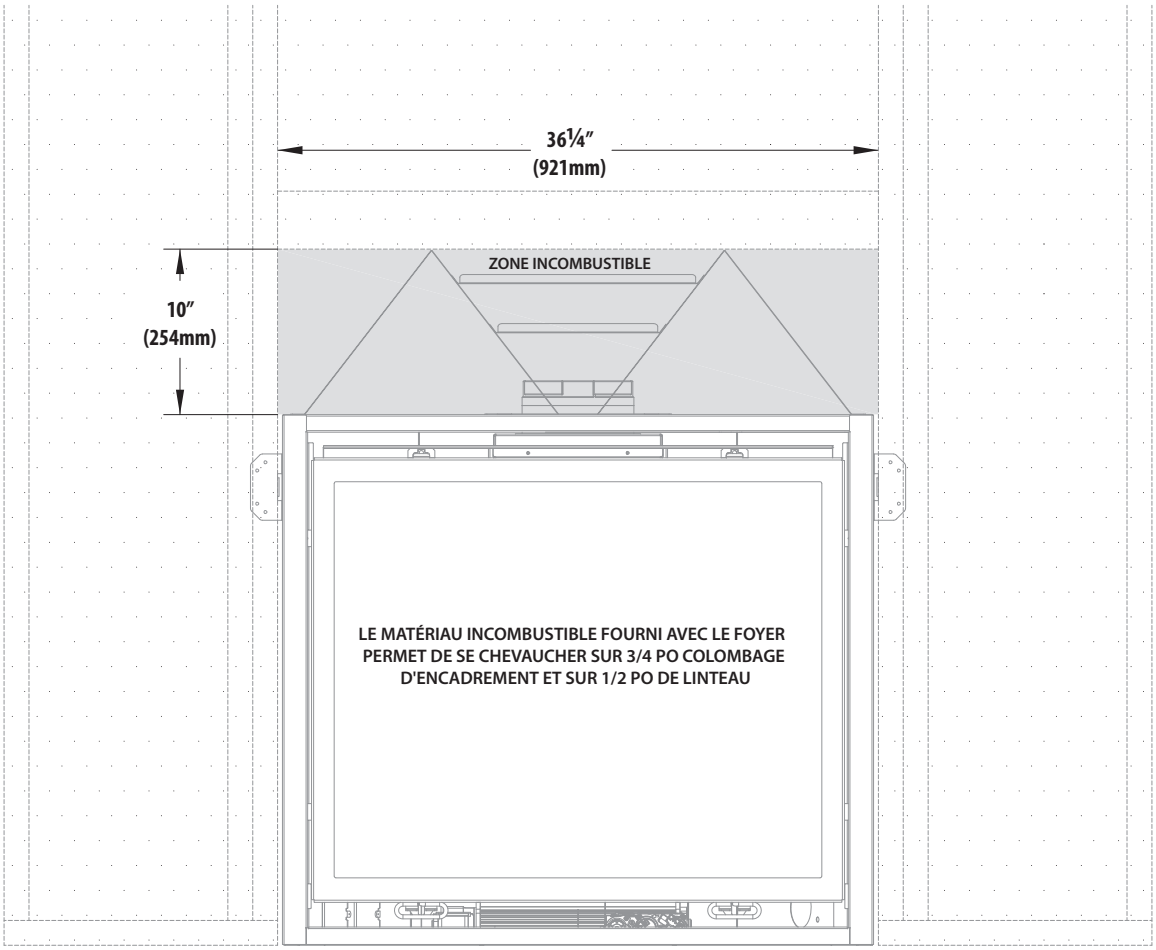

*Figure 4.4,*
- Un matériau incombustible (panneau) de 37-3/4 po x 10-1/2 po est fourni avec ce foyer. Ce matériau incombustible (panneau) permet un chevauchement de 3/4 po sur l'ossature latérale et de 1/2 po sur le linteau. Voir la Figure 4.4, « Zone incombustible BAY-36 », à la page 21.